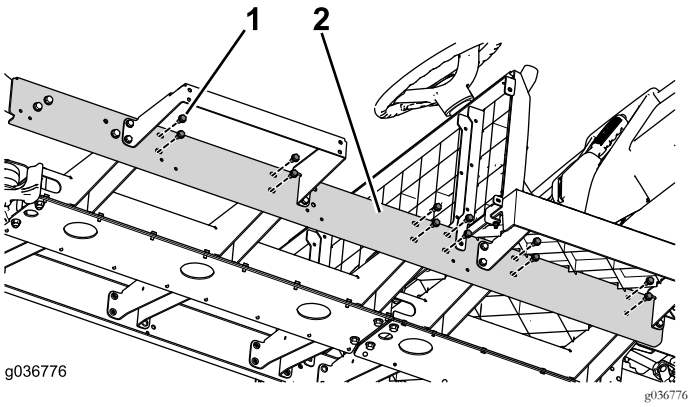

Рисунок 79
3. Установите остальные крепежные детали швеллера (Рисунок 79).